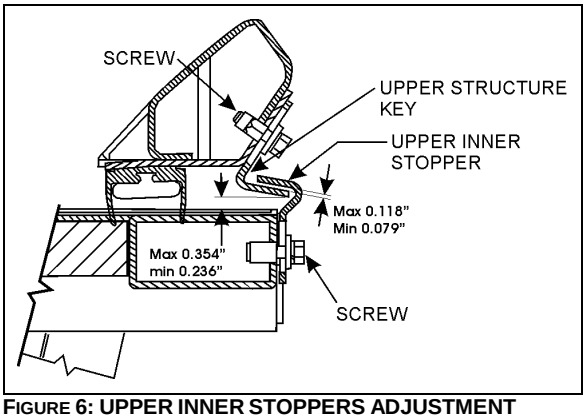

**FIGURE 6: UPPER INNER STOPPERS ADJUSTMENT**
2. Adjust the upper structure key and the upper inner stoppers according to Figure 6 with the seal deflated. When inflating, the seal presses the roof structure upward and at that moment, the upper inner stopper comes into contact with the upper structure key.